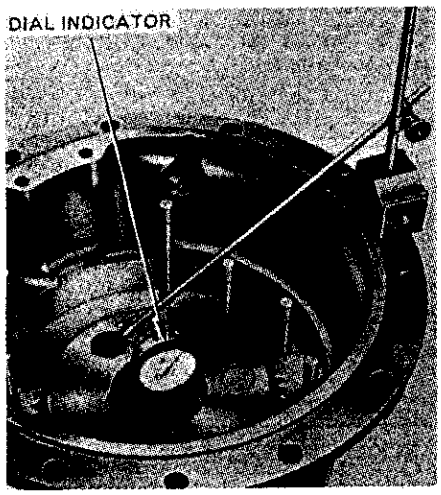

Fig. 342–View showing method of checking rear axle shaft bearing adjustment (end play) with dial indicator. Refer to text.
Axle shaft end play/bearing preload must be adjusted at this time; proceed as follows: Obtain thickest spacer shim (13) available and install this shim with retainer (14) on inner end of axle shaft. Install axle retaining cap screw and tighten to torque of 350-440 Ft.-Lbs. Mount a dial indicator with extended plunger against head of axle retaining cap screw as shown in Fig. 342 and zero the indicator dial. Lift the axle housing upward and note the dial indicator reading. Remove the cap screw, retainer and spacer shim, measure spacer shim thickness using a micrometer, then subtract dial indicator reading from measured shim thickness. For proper axle bearing adjustment (axle end play of 0.001 to bearing preload of 0.003), select a shim of thickness not more than 0.001 larger or 0.003 smaller than the figure resulting from subtracting dial indicator reading from thick shim measured thickness. Note: Shim thickness may vary 0.001, so measure selected shim to be sure it is of appropriate thickness. Shims are available in eleven different thicknesses of 0.049-0.050 to 0.089-0.090 in steps of 0.004.